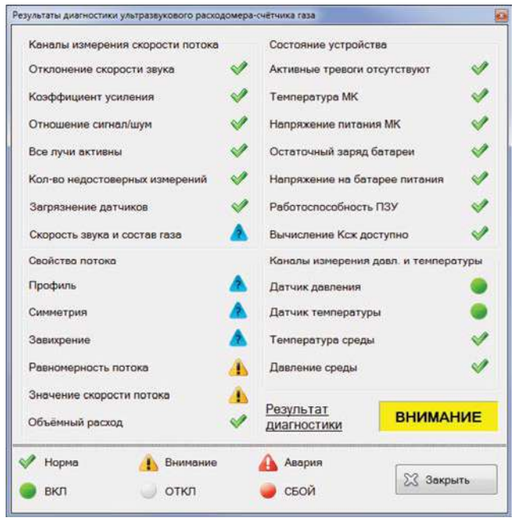

Рис. 5. Результаты диагностики УЗ расходомера
- сводная таблица результатов диагностики УЗ расходомера (рис. 5);